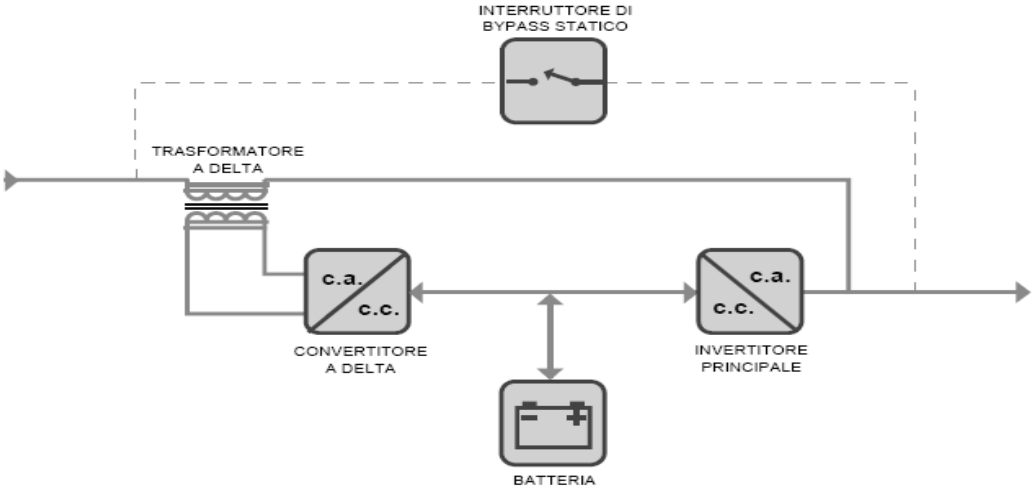

Fig.9
d) *L'UPS on line a conversione delta* (Fig.9), per ovviare alle mancanze dei sistemi on-line a doppia conversione sono state create nuove tecnologie (per potenze tra 5 kVA e 1,6 MW). Analogamente al sistema precedente, l'invertitore fornisce sempre la tensione di carico, in più il convertitore a delta aggiuntivo contribuisce a fornire energia all'uscita dell'invertitore apportando un notevole risparmio di energia. Il convertitore a delta controlla la corrente di ingresso, allo scopo di gestire la carica del gruppo batteria. Inoltre controlla le caratteristiche dell'alimentazione di ingresso, assorbendo energia in modo sinusoidale e riducendo al